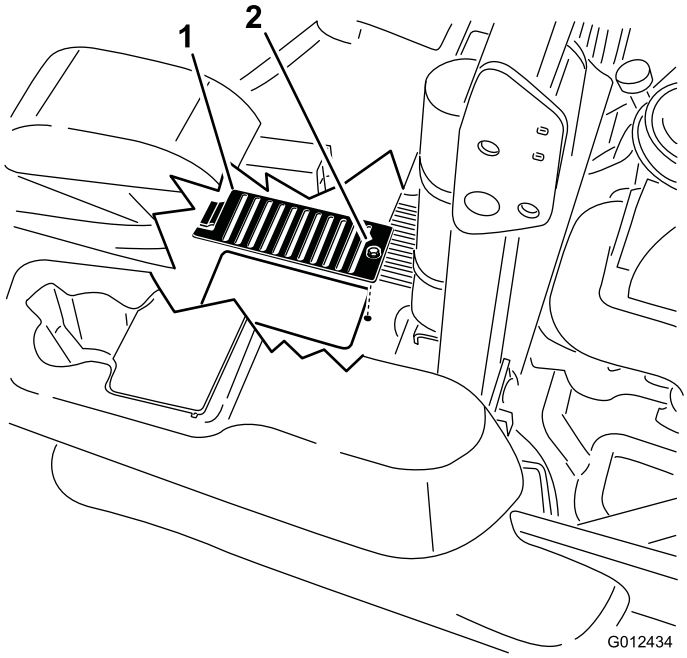

Figuur 70
6. Verwijder de bout en de kap van de peilstokken. Reinig rond de peilstok en de hydraulische eenheid (Figuur 70).